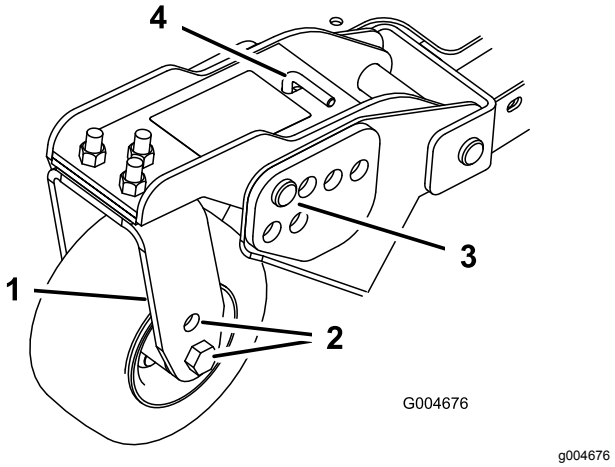

**Figuur 23**
1. Plaats de assen van de zwenkwielen in dezelfde openingen in alle zwenkwielvorken (Figuur 21 en Figuur 23).
5. Verwijder de R-pennen en de gaffelpennen uit de zwenkwieldraaiarmen (Figuur 23).
6. Draai de spanstang om de draaiarm hoger of lager te zetten totdat de openingen zich recht voor de gewenste openingen in de maaihoogtebeugel van het maaidekframe bevinden (Figuur 23 en Figuur 24).